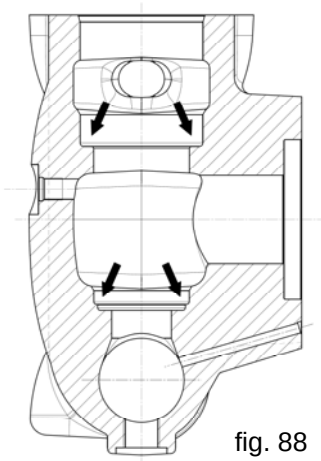

fig. 88
Before repositioning the valve units, clean and perfectly dry the relevant seats in the head indicated by the arrows (pos.①, fig.88).